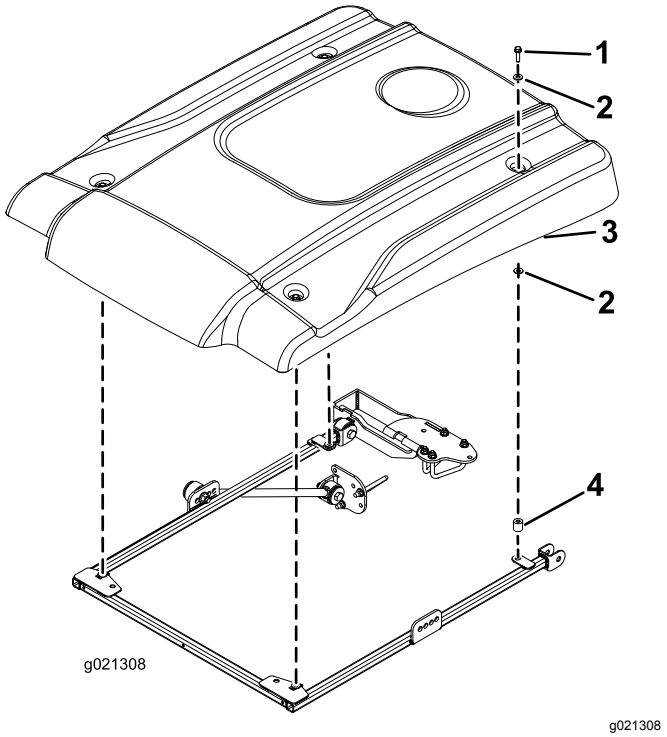

図 33
11. 図 33 に示すようにサンシェードをフレームに載せて、取り付け穴を整列させる。
12. サンシェードの各コーナー部をフレームに仮止めするフランジヘッドボルト5/16 x 2¼"1本、小さいワッシャ2枚、スペーサ1個を使用する図 33。サンシェードの左右それぞれについているゴム製ハトメにワッシャを取り付ける。